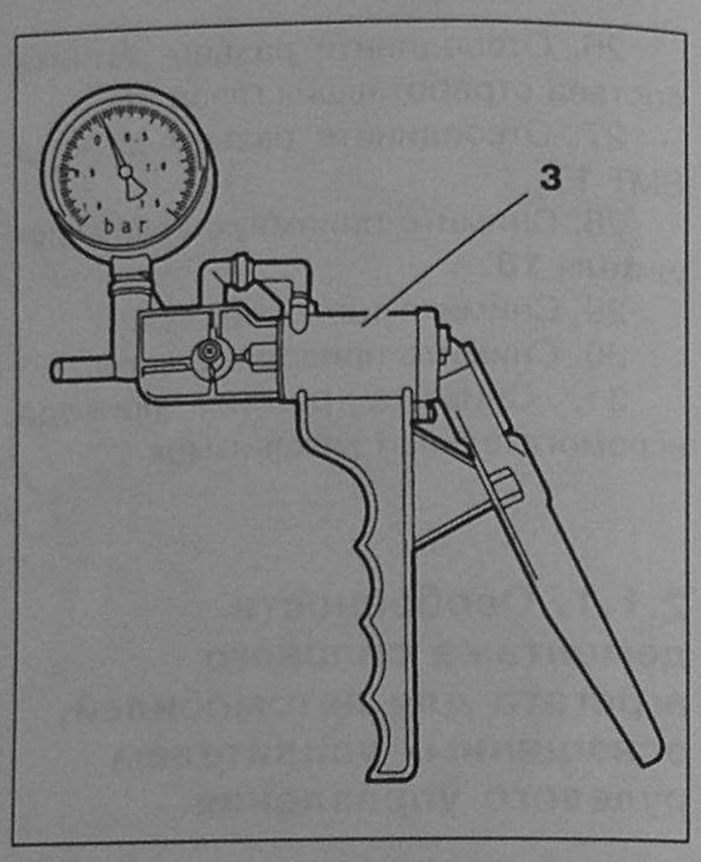

Рис. 4.97. Насос 4530-TG.
22. Уменьшите давление в топливном коллекторе при помощи насоса 4530 – TG (рис. 4.97).